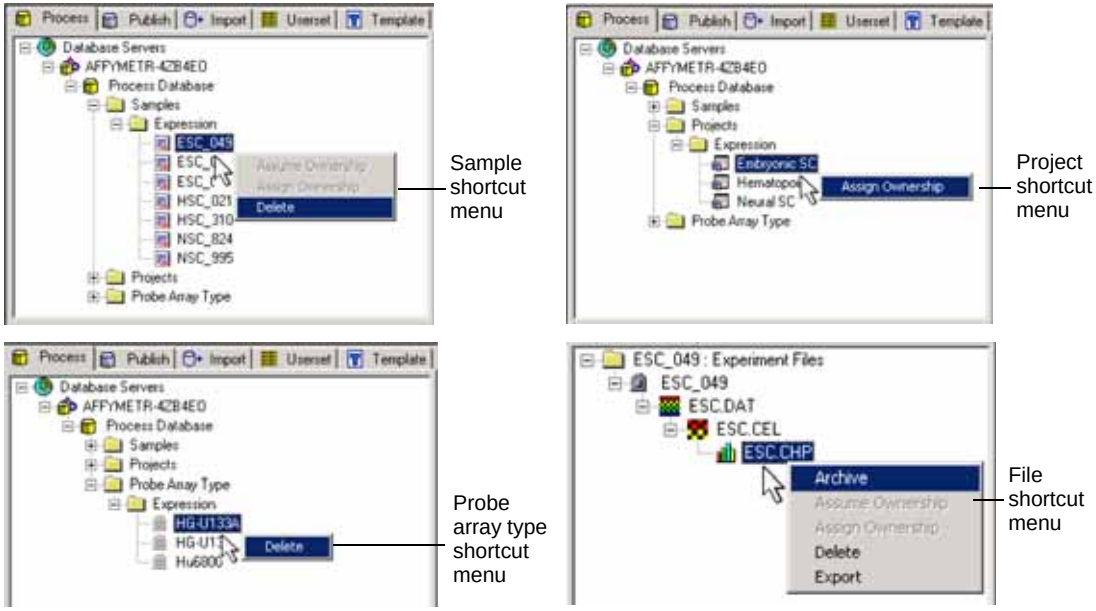

Figure 15.3
The tasks associated with each data type are found under **Process** in the menu bar. Alternatively, right-click an item to view a shortcut menu **(Figure 15.3)**.
2. In the data pane, right-click the data that you want to archive and select **Archive** from the shortcut menu that appears **(Figure 15.3)**. Alternatively, click the data and select **Process** →**Archive Data Path** from the menu bar.
2. In the data pane, right-click the data that you want to unarchive and select **Unarchive** from the shortcut menu that appears (**Figure 15.3** on page 285). Alternatively, click the data and select **Process →Unarchive** from the menu bar.